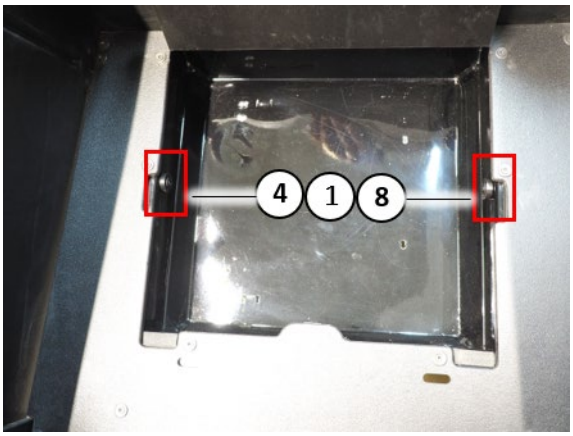

Abb.: 13
9. Spacer (8) mit Befestigungselementen (1) und (4) seitlich im Fußraum beidseitig befestigen (siehe Abbildung 13 und 14).